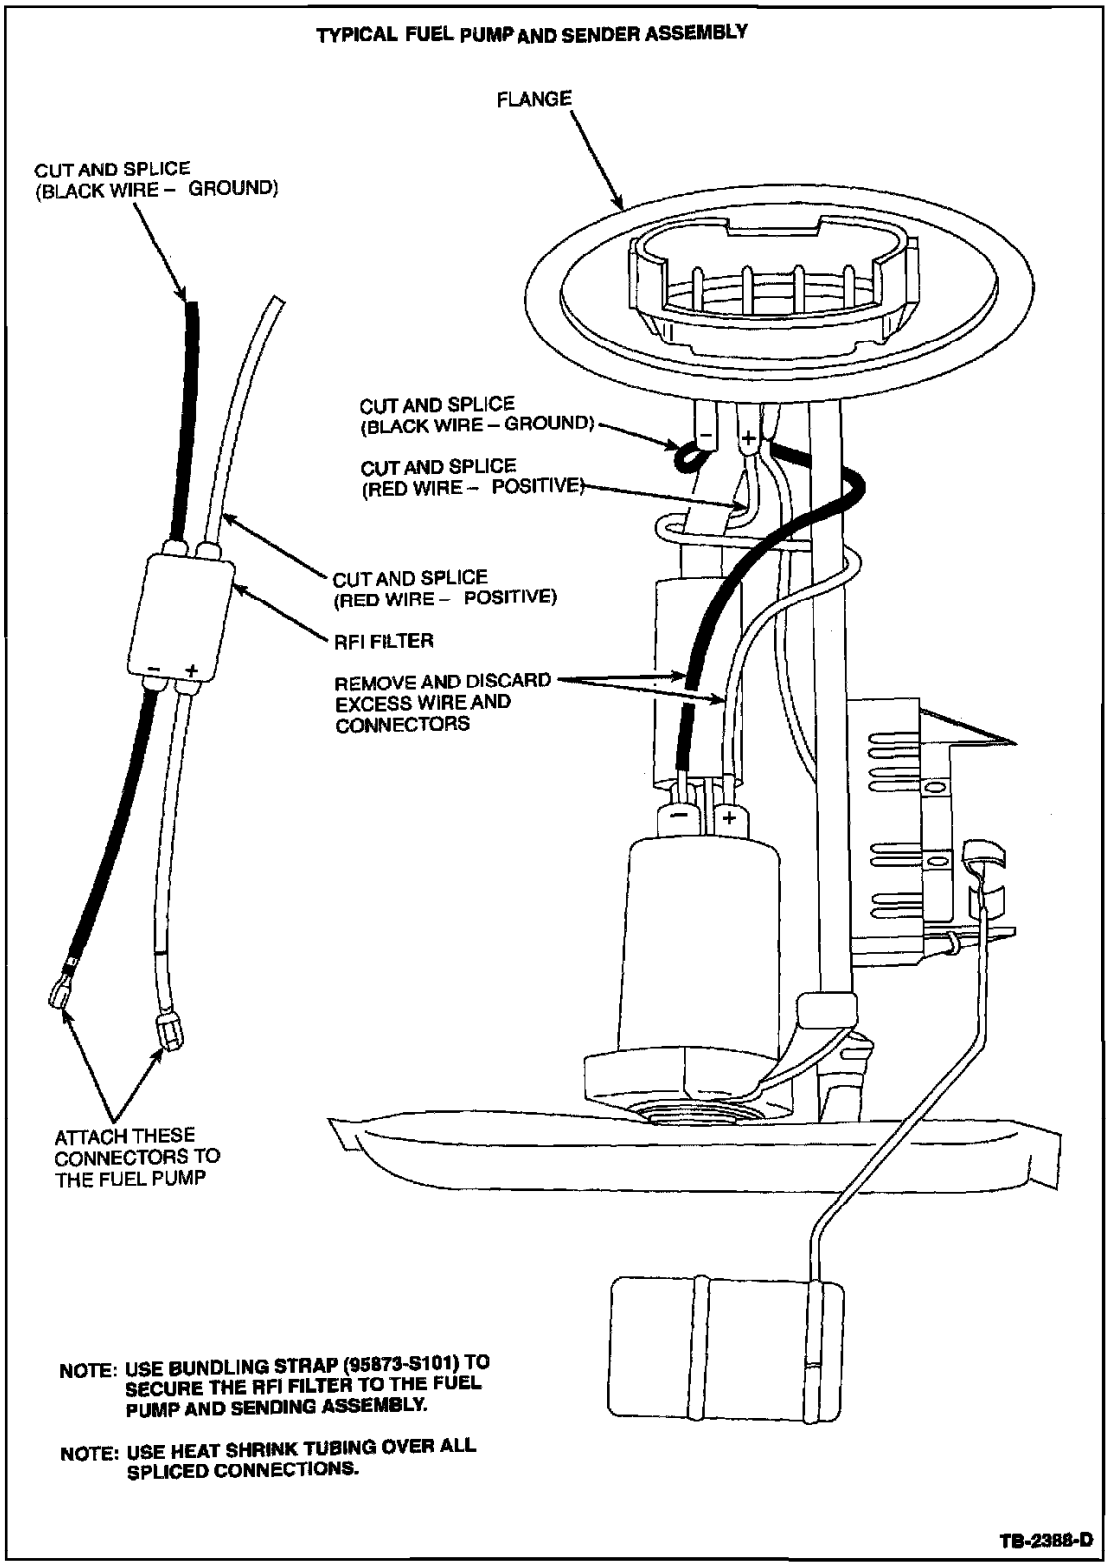

Figure 1
2. On vehicles without a fuel delivery module, remove the negative and positive connectors from the fuel pump, Figure 1.
4. Secure the RFI filter to the fuel pump and sender assembly with a Bundling Strap (95873-S101) to prevent rattling in the tank, Figures 1 and 2.